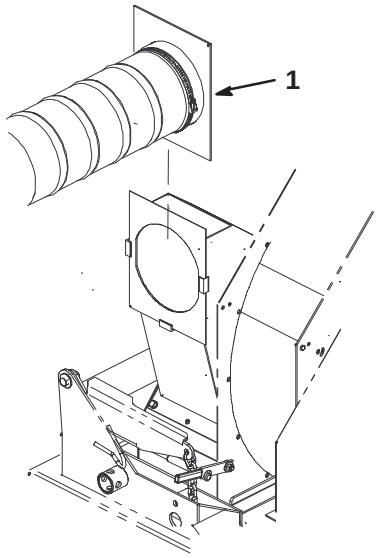

Figure 9
20. Slide hose adapter plate into place on vacuum chute (Fig. 9).
- Remove hose adapter plate from vacuum chute (Fig. 9).
- Secure hose to eyebolts and holes in hose hooks with (4) rubber straps.